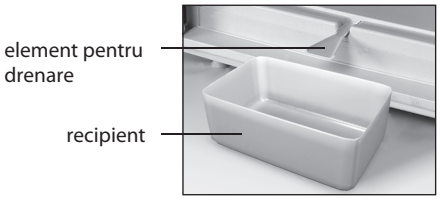

Figura 5 — Schema scurgerii apei rezultate în urma topirii din CF
– să instalaţi în conformitate cu figura 5 elementul de masă plastică pentru drenare şi orice vas recipient cu volum de nu mai puţin de 2 litri